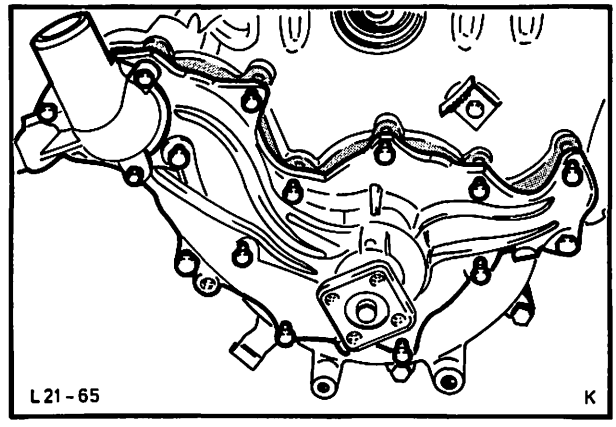

Abb. 91 Wasserpumpe abbauen
17. Wasserpumpe (13 Schrauben) abbauen, Abb. 91, dabei Thermostatgehäuse (3 Schrauben) abschrauben und Thermostat herausnehmen. Hinteren Wasserstutzen abnehmen.